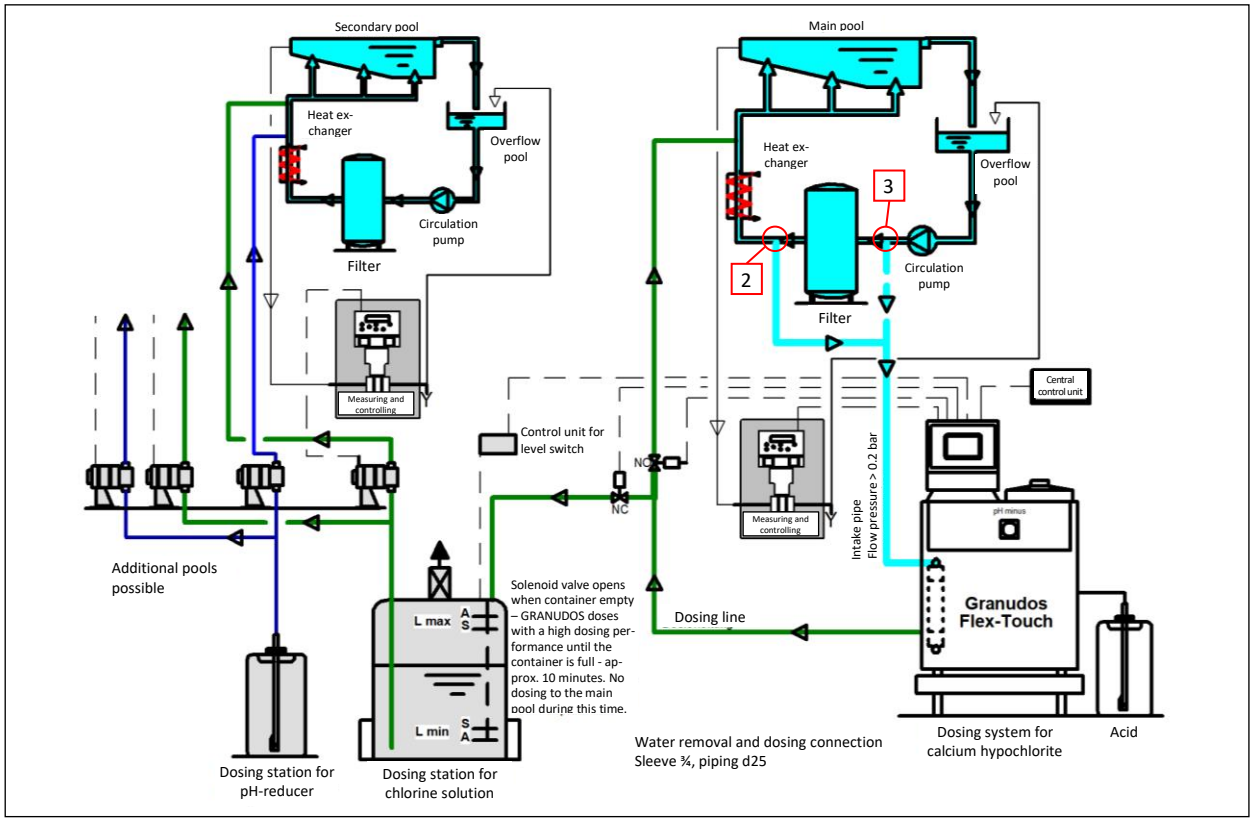
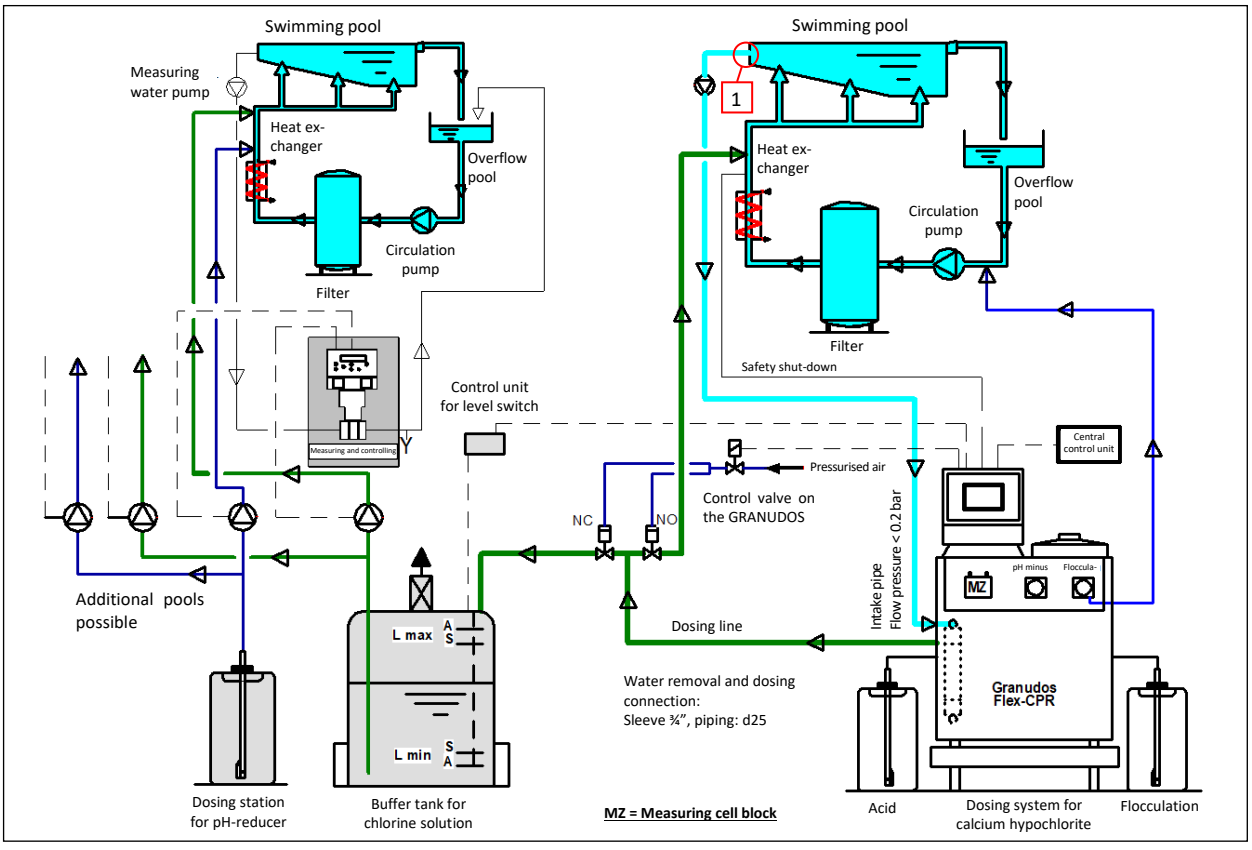

Figure 19: Flow diagram GRANUDOS Flex-Touch with buffer tank
Figure 21: Flow diagram GRANUDOS Flex-CPR Touch XL with buffer tank
a) Connect the buffer tank to the dosing line for the chlorine solution. See flow diagrams *Figure 19* and ***Figure 21***.